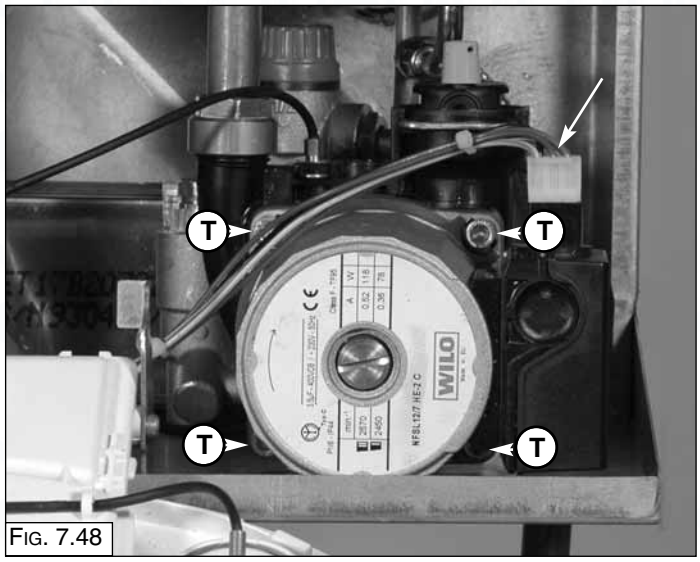

Fig. 7.48
1. Unplug the electrical connection (Fig. 7.48);
2. Unscrew the four screws **"U"** (Fig. 7.48);